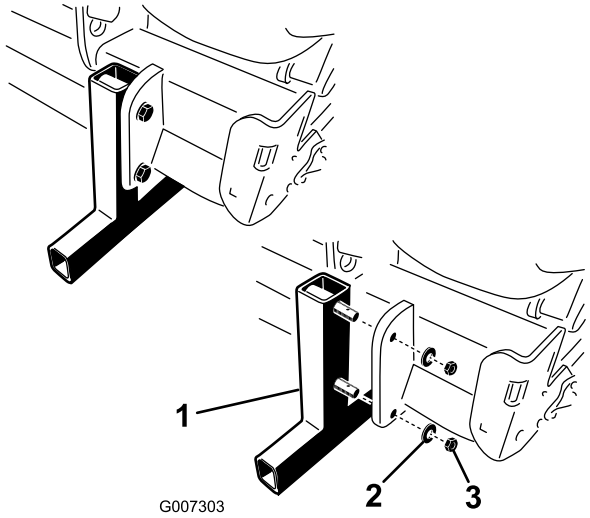

Figuur 16
2. Verwijder de moeren en borgringen waarmee de opslagstanders aan de beluchter zijn bevestigd (Figuur 16).
4. Plaats de lynchpennen (meegeleverd bij de losse onderdelen) voor opslag in de standerpennen (Figuur 16).